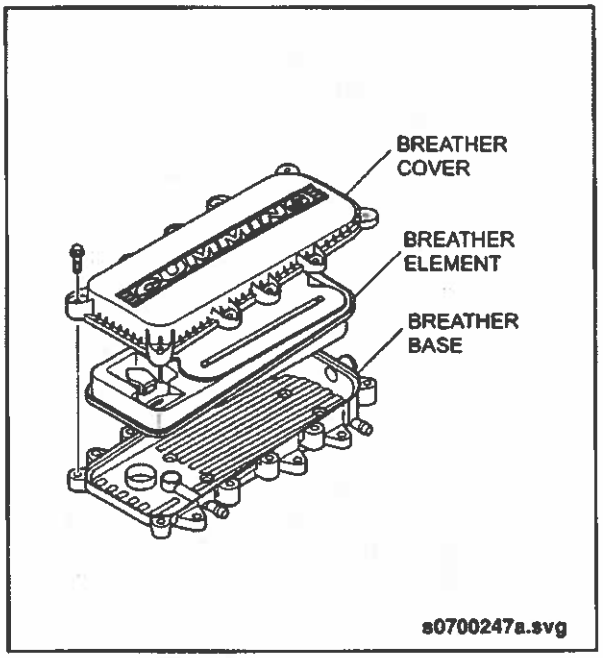

Fig. PM-30: Crankcase Breather
3. Remove the eleven bolts that attach the crankcase breather cover to the crankcase breather base. See "Fig. PM-30: Crankcase Breather" on page 64.